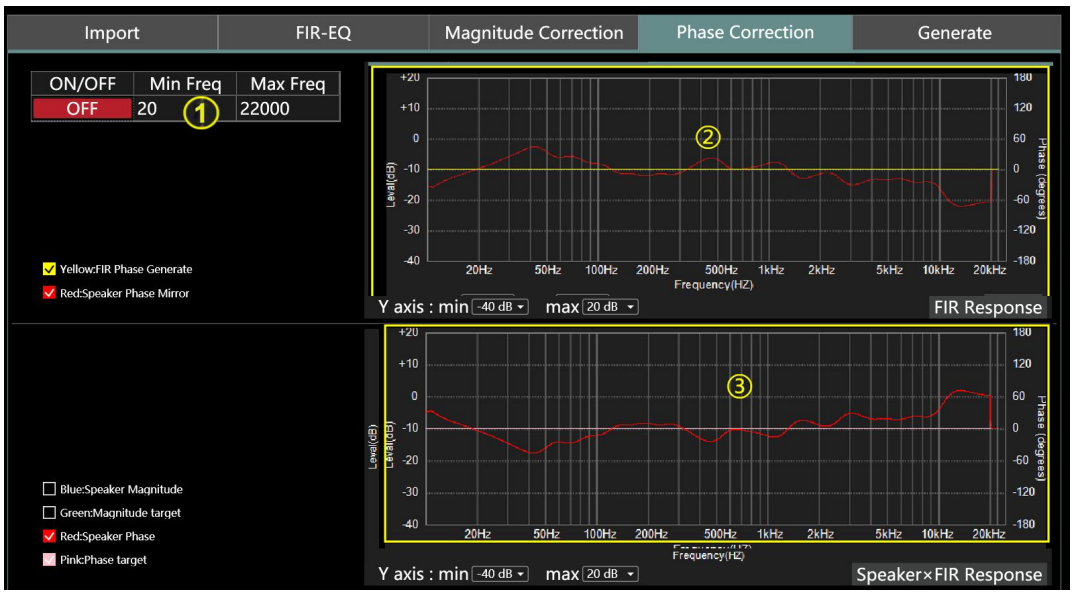

Figure 4.2
③: Speaker amplitude display area
4. Phase Correction Diagram (Figure 4.2)